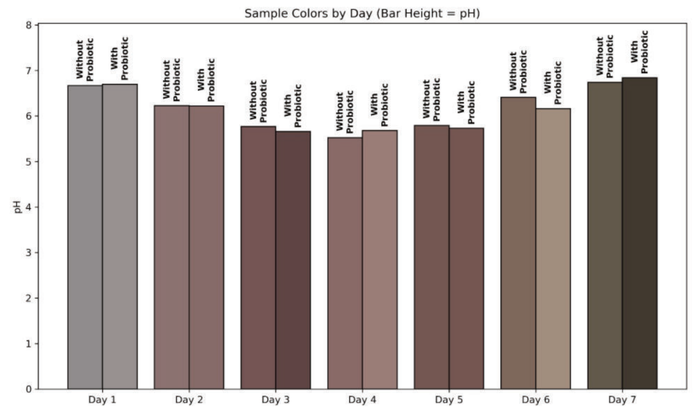

Figure 4: Visual and pH Changes in Anthocyanin-Based Bioink with and Without L. agilis
- Bioinks may drift over long storage (Figure 4,5,8) —**stabilizers needed**